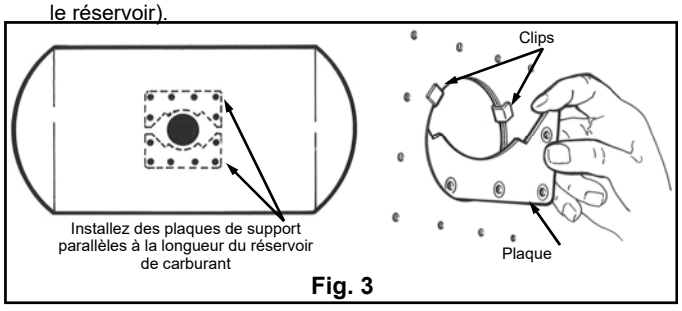

Fig. 3
10. Insérez les plaques de support (comme indiqué sur la Fig. 3) à l'intérieur du carburant réservoir, ils sont donc parallèles à la longueur du réservoir. Vous pouvez maintenez les plaques de support en place à l'aide d'une pince à bec effilé ou étau.